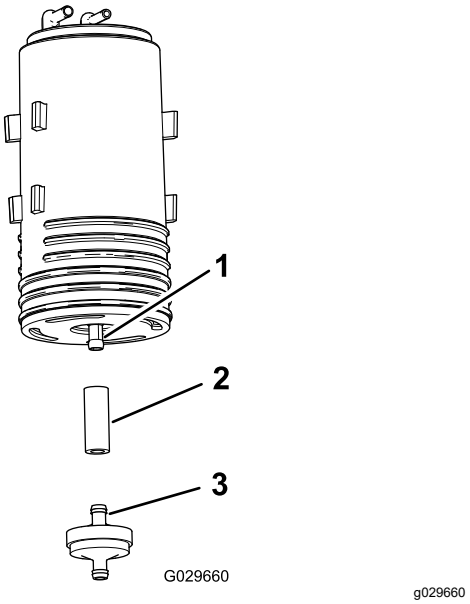

Figur 45
4. Fjern kulfilterbeholderens filter og det korte slangeafsnit fra den nedre fitting på den gamle kulfilterbeholder (Figur 45).
5. Monter slangen på den nedre fitting på den nye kulfilterbeholder (Figur 45).
6. Sæt fittingen til en ny kulfilterbeholder ind i slangen (Figur 45).